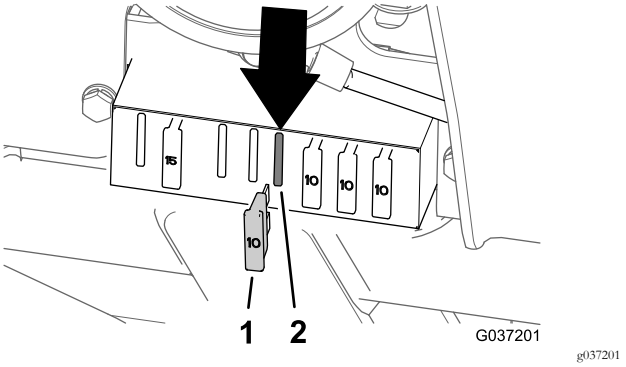

Rysunek 38
- Modele 30654, 30657 oraz 30659 – pozycja piątego bezpiecznika od lewej strony (Rysunek 38)